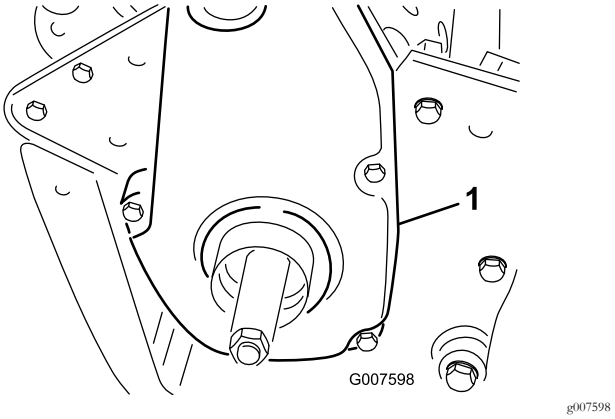

**Figur 44**
6. Fjern den bageste remskærm på højre side af maskinen (Figur 44).